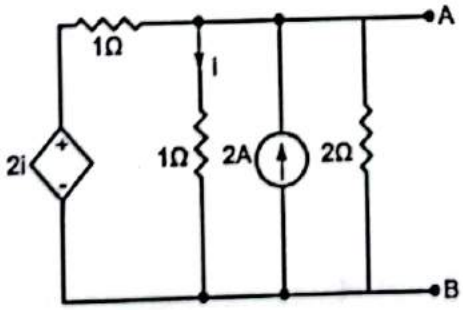

FIG. 1.148
**For the circuit shown in Fig. 1.148. Find the Thevenin voltage ($V_{Th}$) and Resistance ($R_{Th}$) across terminal A – B.**